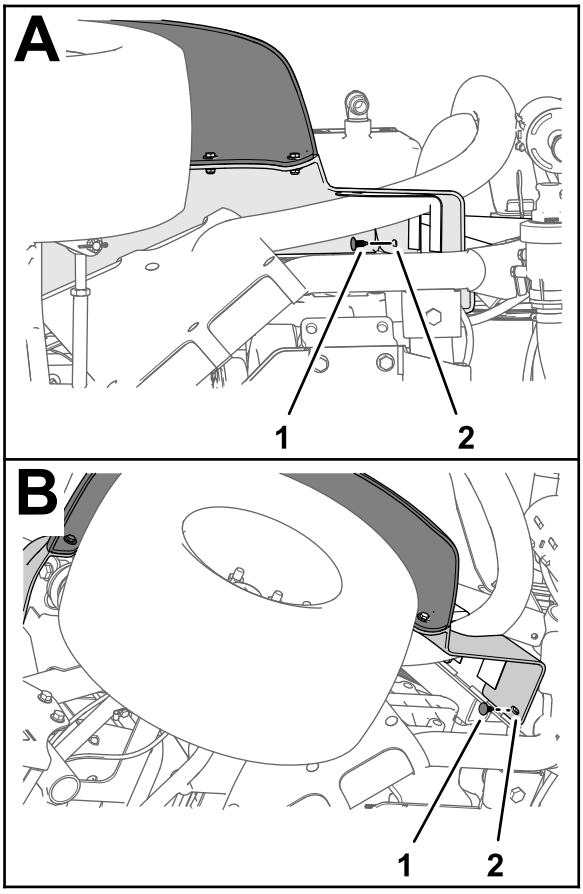

Figur 8
1. Fjern de to skyvefestene som fester den venstre forskjermen til den nedre veltebeskyttelseskanalen (Figur 8).